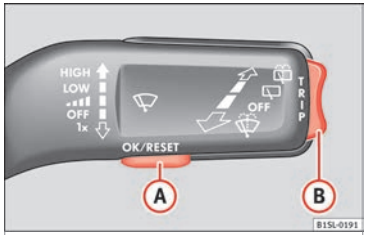

Fig. 33 Windscreen wiper lever: control buttons.
- If a message or vehicle symbol is displayed, press OK/RESET (››› Fig. 33 A).
- Press the top or bottom part of the rocker switch ››› Fig. 33 B until the desired option appears.